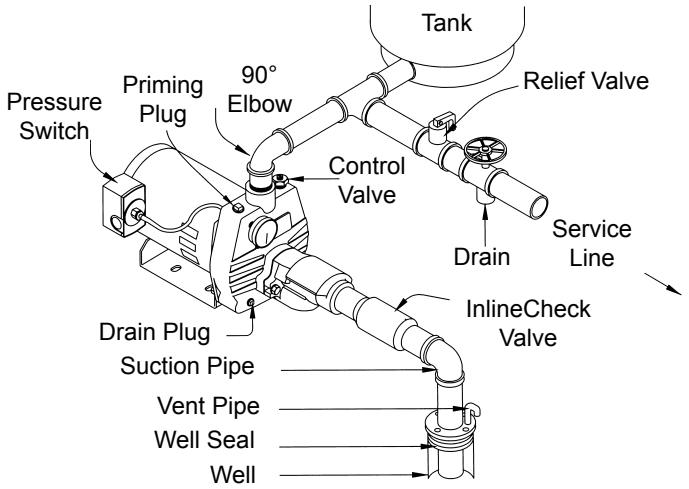

Fig. 3b SHALLOW WELL(WITH INLINE CHECK VALVE)
b) **Suction & Pressure Pipe:** It is recommended that only new clean 1-1/4" pipe or hose be used. If the pump is installed any appreciable distance away from the source of water, the suction pipe should be increased to 1-1/2". Horizontal lengths of pipe must gradually slope upward from the source of water to the pump to avoid air pockets in the line. Thread compound should be used on all pipe joints and connections should be thoroughly tightened. **A foot valve must be installed** and its operation should be checked since a leak will prevent proper operation of the system. Make sure the foot valve is located so that it will be submerged at all times. If the well cannot supply as much water as the pump can draw, install a tailpipe up to 30 feet long between the injector and the foot valve. As the well draws down under heavy demand, the pump's capacity will be reduced, and the level will not go below the foot valve, which would cause the pump to lose its prime. If a sandpoint or driven well is used, install a check valve next to the pump suction instead of the foot valve (Fig. 3b). **All installations must have a foot valve or a check valve in the suction pipe.**